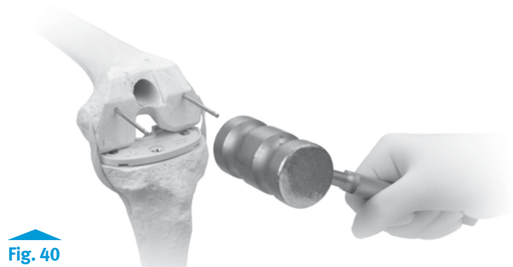

Fig. 40
- Reinsert the Headless Holding Pins **(Fig. 40)**